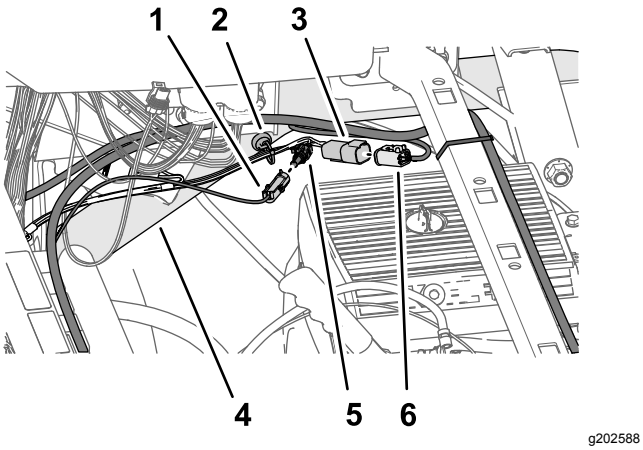

Figur 202
3. Tilslut stikket med 1 ben på batteriets ledningsnet med angivelsen ***VIGTIGT*** DENNE LEDNING MÅ KUN SLUTTES TIL EN TILKOBLET STRØMKILDE PÅ 12 V i stikket med 1 sokkel på afgreningsledningen (66 cm) (Figur 202) med angivelsen (SW'D PWR FOR GEN 2 TOPCON) fra sættets ledningsnet.
4. Tilslut stikket med 4 ben på afgreningsledningen (66 cm) fra sættets ledningsnet med mærket ASC 10 PWR OG CAN FRA X30 til stikket med 4 sokler på afgreningsledningen fra dataledningsnettet med angivelsen CAN 2/ASC 10-BUS (Figur 202).